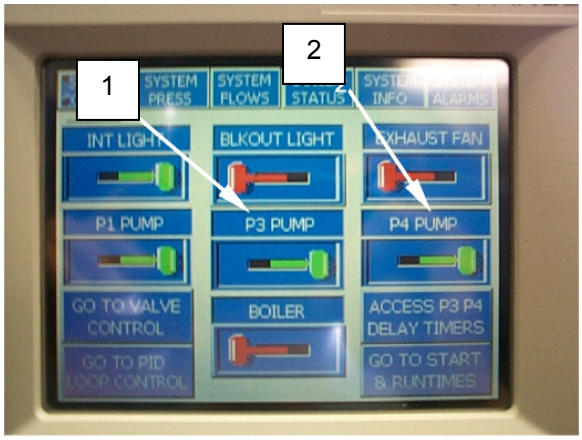

Figure 6. Sodium Bisulfite Preservation Procedure – Pump Settings.
4. Switch the P-3 pump **(Figure 6, Item 1)** and P-4 Pump **(Figure 6, Item 2)** ON by touching the display screen.